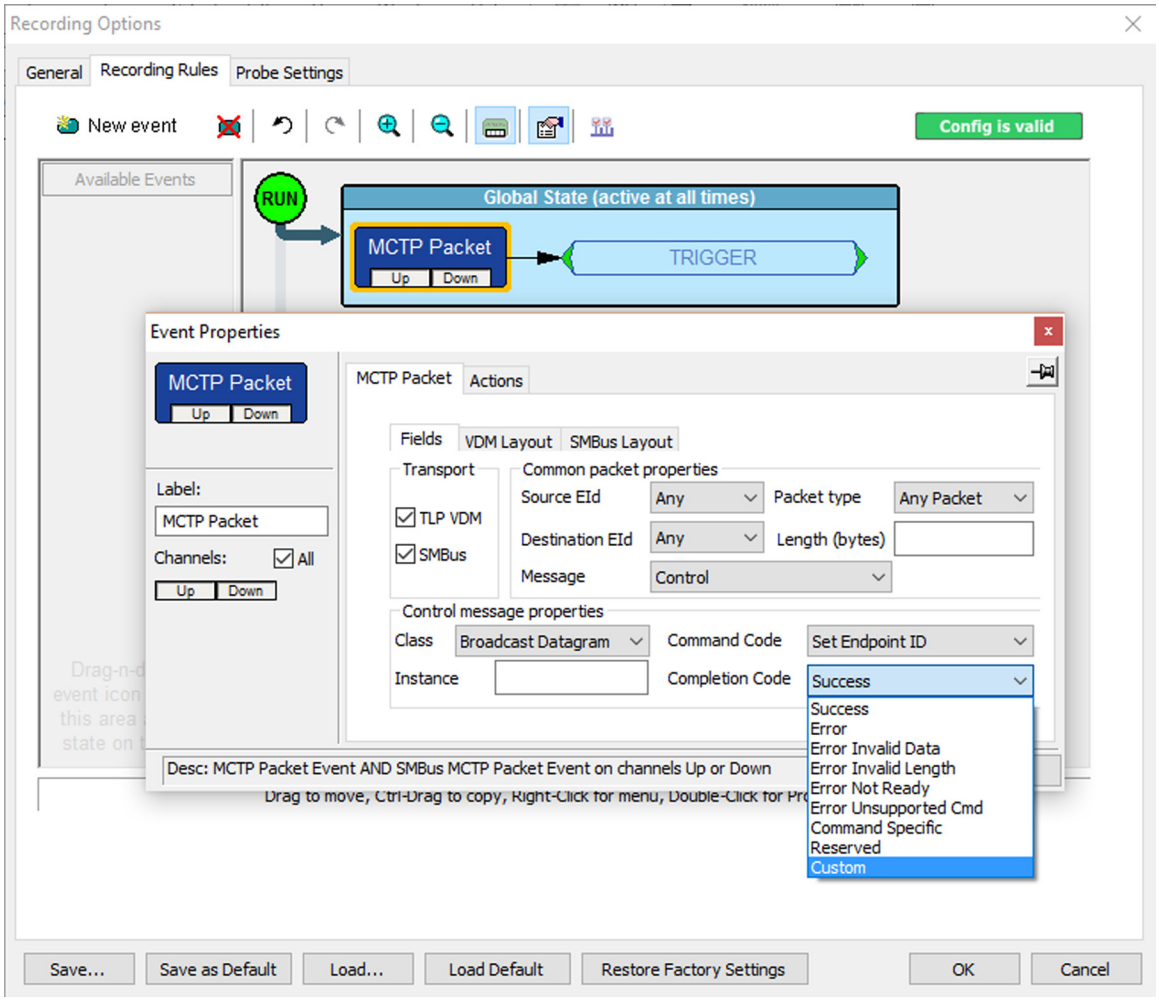

Figure 5.90: MCTP Packet -> Message: Control: Completion Codes
- Completion Codes (see Figure 5.90)